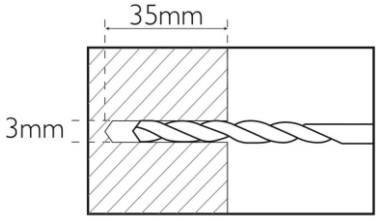

Рис. 23
- При установке в прочную деревянную конструкцию используйте сверло диаметром 3 мм , чтобы просверлить 4 отверстия глубиной 35 мм. См. (рис. 23)